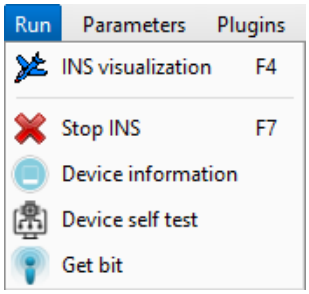

**Fig. 3.3.**
**Run** menu contains the INS control commands (Fig. 3.3).